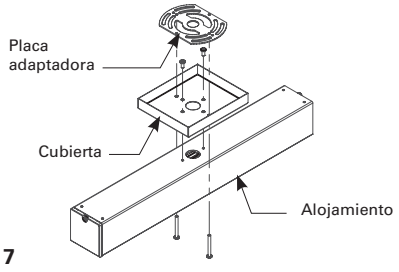

Figura 7
- Para un montaje en pared o techo, adhiera la cubierta sobre el orificio en el centro del alojamiento con los tornillos utilizados para sostener los soportes de las barras de suspensión (Ver la figura 7).